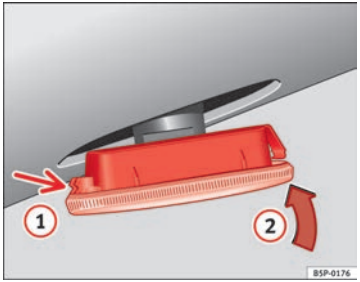

Fig. 195 Side turn signal
- First place the turn signal in the opening in the bodywork, fixing the tabs ⇒ fig. 195, arrow (1).
- Insert the bulb as shown by the arrow (2) ⇒ fig. 195. ■